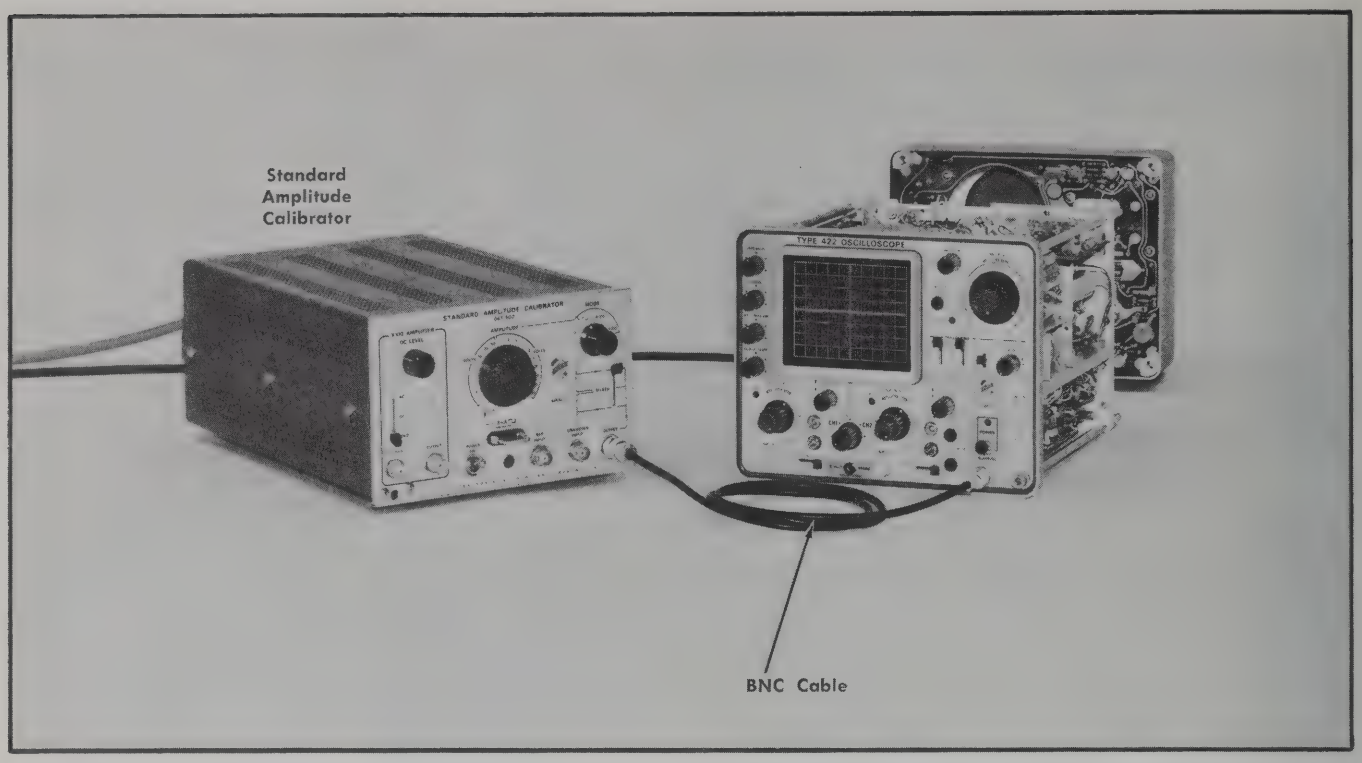

Fig. 6-51. Initial test equipment setup for steps 48 and 49.
a. Test equipment setup is shown in Fig. 6-51.